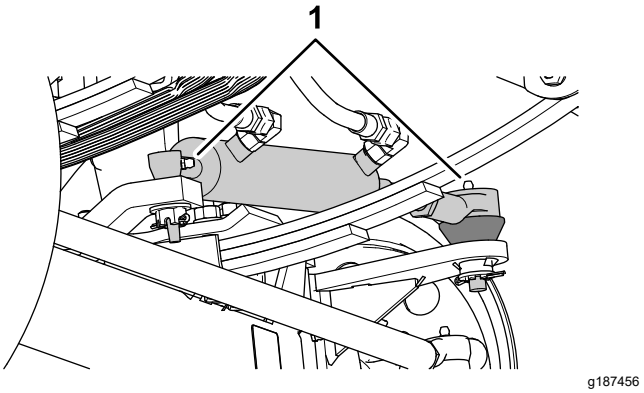
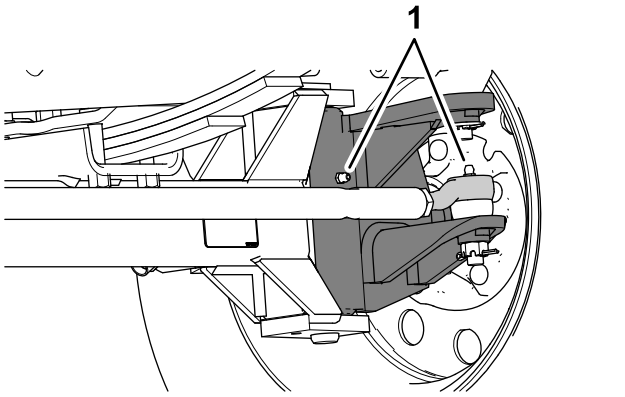

Figura 71
Figura 72
1. Limpie los engrasadores (Figura 71 y Figura 72).
2. Bombee grasa en los engrasadores (Figura 71 y Figura 72).
Nota: La ubicación de los engrasadores se indica en Figura 71.